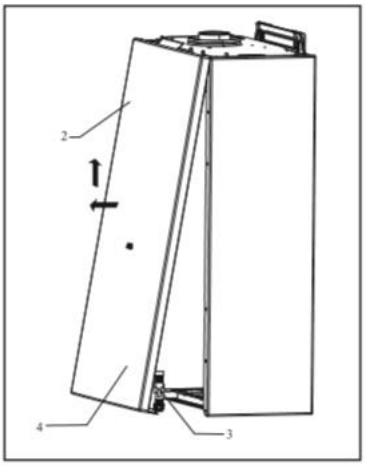

Рис. 11
- для снятия передней крышки потяните ее вверх и наружу, (поз.2 рис.11)